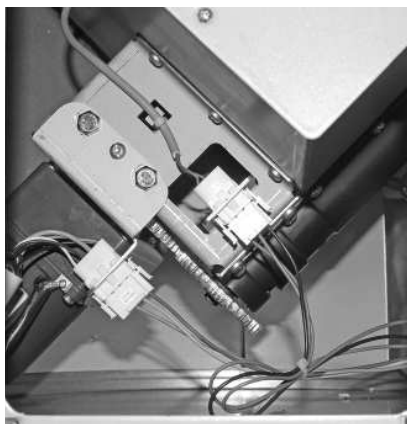

Fig. 105 Brancher le connecteur, le moteur de vis sans fin et le commutateur capacitif
– Brancher le connecteur du moteur de vis sans fin et du commutateur capacitif – Fig. 105.